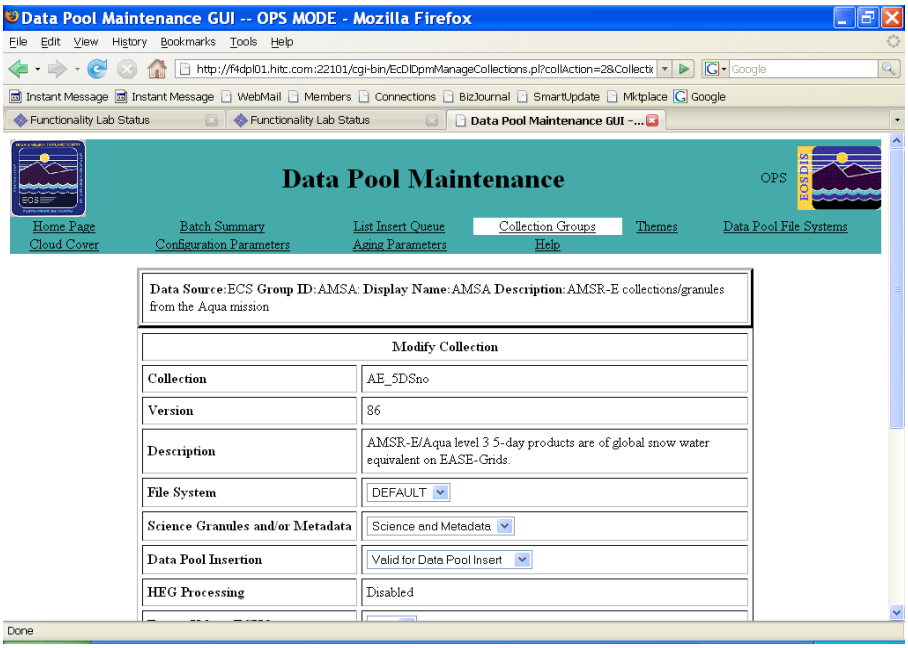

Figure 14.10-21. Modify Collection Page
As part of managing the Data Pool storage and retention of data, making adjustments based on experience and/or changes in demand, it may be desirable to modify a collection. The modification may mean specifying that metadata only may continue to be inserted and science granules may no longer be inserted, or declaring the collection no longer valid for data pool insertion at all. Figure 14.10-21 shows the **Modify Collection** page that a full-capability operator obtains by clicking on the **Modify Collection** link at the bottom of the Detail Information page. On the **Modify Collection** page, the full-capability operator can modify the File System, Science Granules and/or Metadata, Data Pool Insertion, Quality Summary URL, DayNight Coverage, 24
- The **Modify Collection** page is displayed (see Figure 14.10-21).